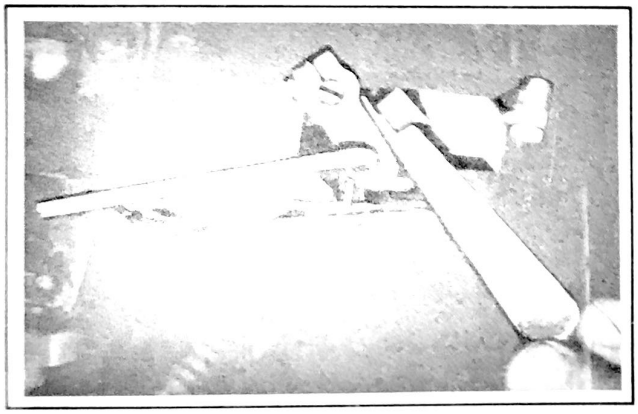

Figure 208 - Accelerator Switch Gauge
Disconnect the governor switch wire (Red-White) at accelerator switch terminal. Shift transmission into high gear; see that ignition switch and instrument panel switch are on and accelerator in idle position. Ground one test lamp lead; touch other lead to dash accelerator switch terminal from which wire (RW) was removed. With 5° step of tool J 1190 test gauge, Fig. 208, between switch lever and its stop, the test lamp should show a faint glow.